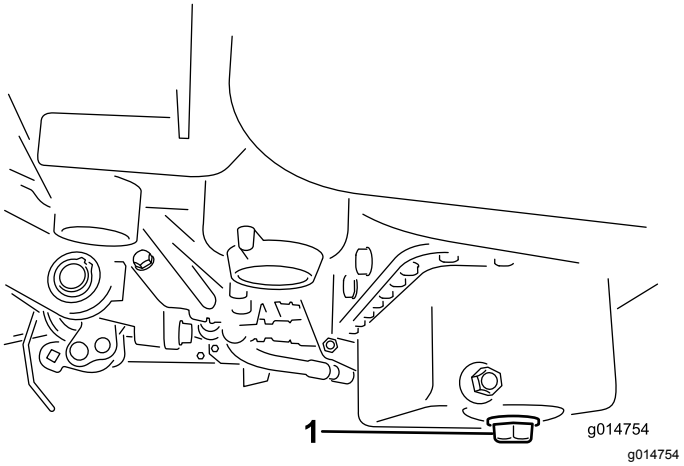

Rysunek 32
1. Odkręć korek spustowy i spuść olej do miski drenażowej. Zakręć korek, gdy olej przestanie wyciekać (Rysunek 32).